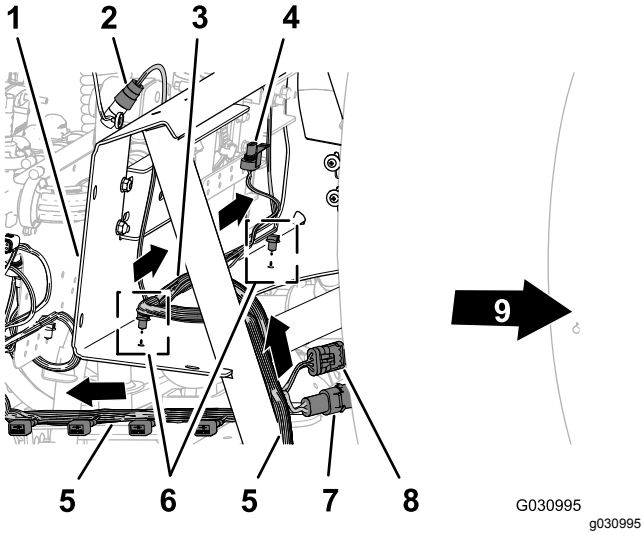

Figur 106
1. Før ledningssatsens 218,4 cm lange forgrening innenfor støtteavstiveren for ventilfestet og bakover mot 10-ventilsfestet som vist i Figur 106.
2. Før den 75,5 cm lange ledningssatsforgreningen for strømningsmåler og risteventilen over forsiden av manifoldfestet (Figur 106).
3. Før inn den 75,5 cm lange ledningssatsforgreningens skrueankere i hullene i den nedre flensen på manifoldfestet (Figur 106).